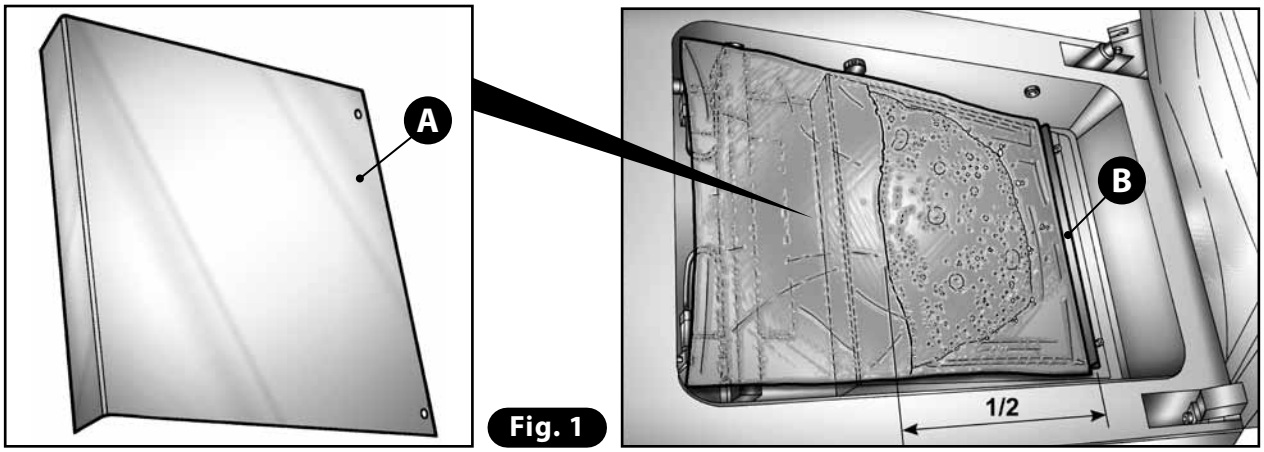

Fig. 1
3) Introducir en la campana la bolsa que contiene el líquido a envasar, cuidando no llenarla más allá de la mitad (1/2) **(Fig. 1).** Apoyarla en posición central sobre la barra soldadora, de manera que el borde abierto sobresalga al menos en la medida de 20 mm respecto de la barra misma.